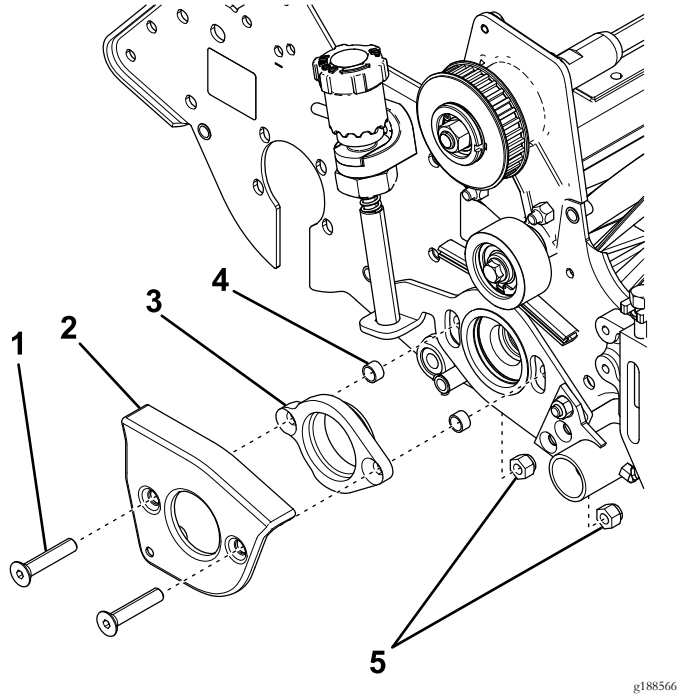

Figura 10
4. Retire os parafusos de cabeça chata, porcas de bloqueio, cobertura do braço do rastelo e adaptador do rolamento da placa lateral (Figura 10).
5. Retire e deite fora os espaçadores (Figura 10).